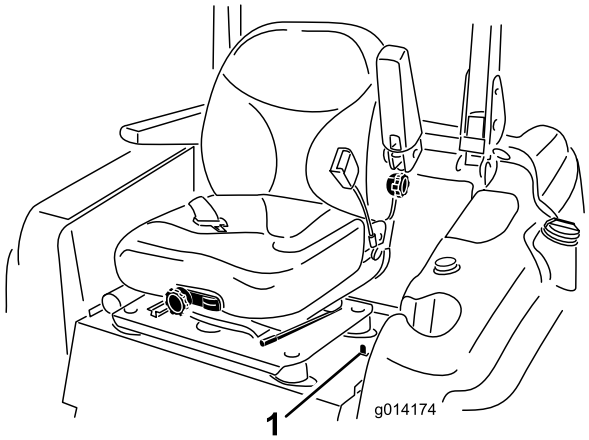

Figure 1
4. Move the seat latch, located on the left side of the seat, rearward to unlatch the seat and pull forward on the top of the seat until the seat latch catches supporting seat plate (Figure 1).